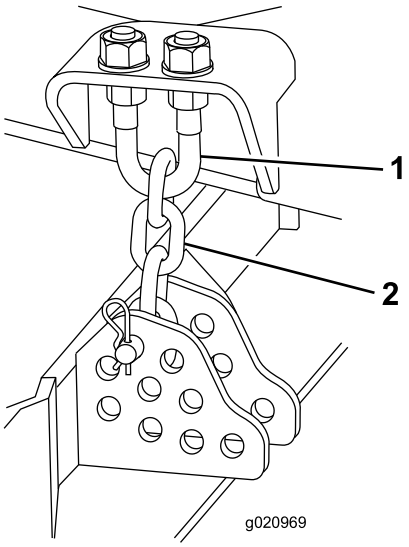

図 76
4. 刈高チェーンを刈り込みデッキ後部に固定しているヘアピンコッターとクレビスピンを取り外す図 76。